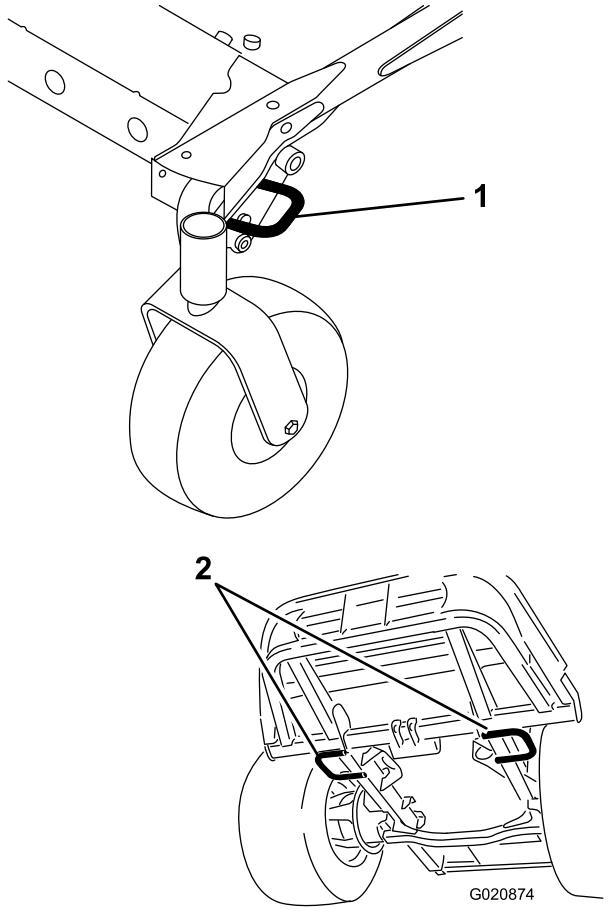

**Figur 36**
- Fäst maskinen ordentlig till släpet eller lastbilen med remmar, kedjor, kablar eller rep så som krävs enligt lokala trafikföreskrifter där du är (Figur 36).